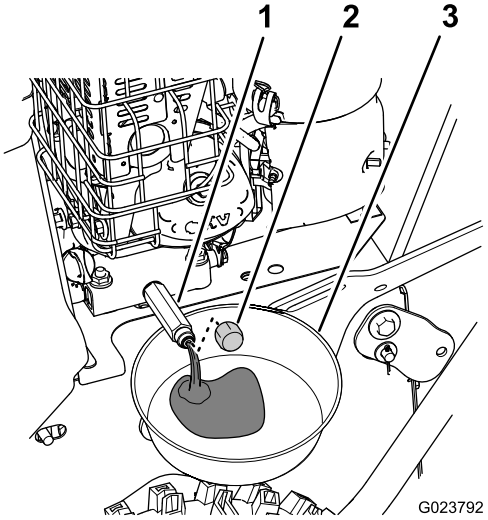

Figuur 26
1. Plaats een opvangvat onder de aftapper en verwijder de aftapdop (Figuur 26).